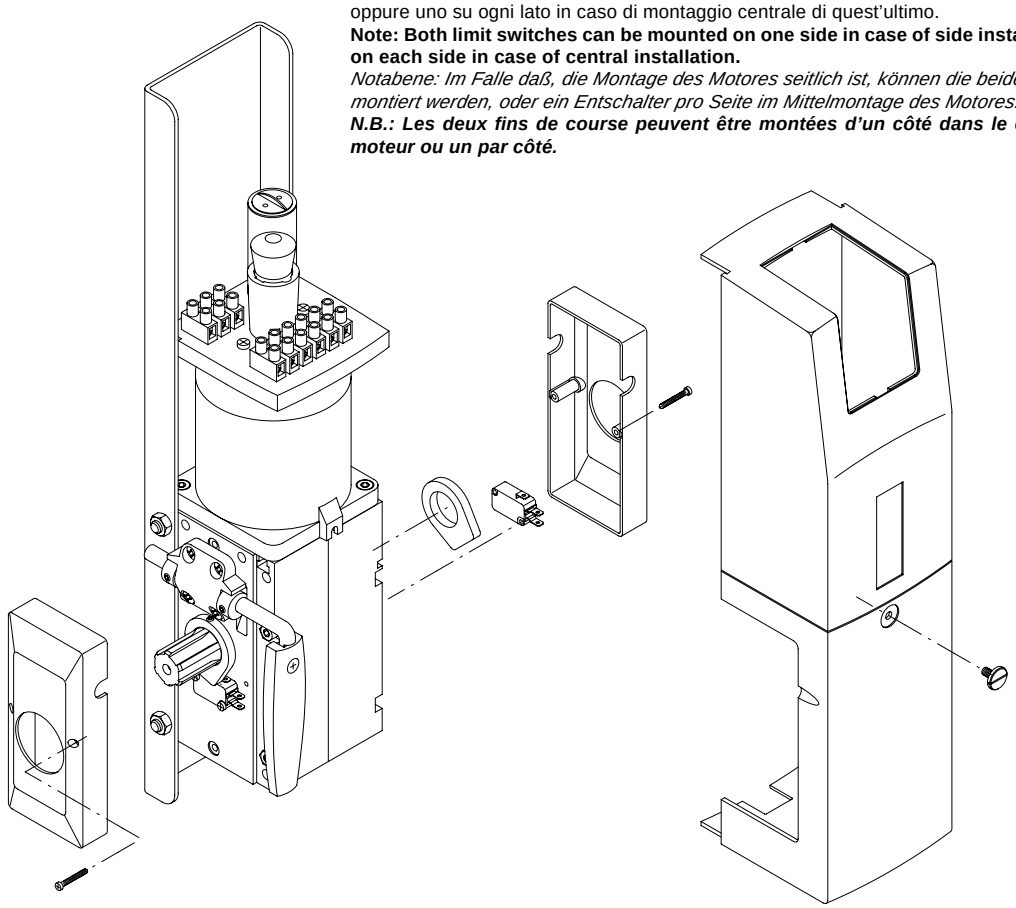

Fig.17
8. Regolazione dei finecorsa (fig. 17)
8. Limit stops adjustment (fig. 17)
8. Einstellung der Endschalter (Bild 17)
8. Réglage des fins de course (fig. 17)